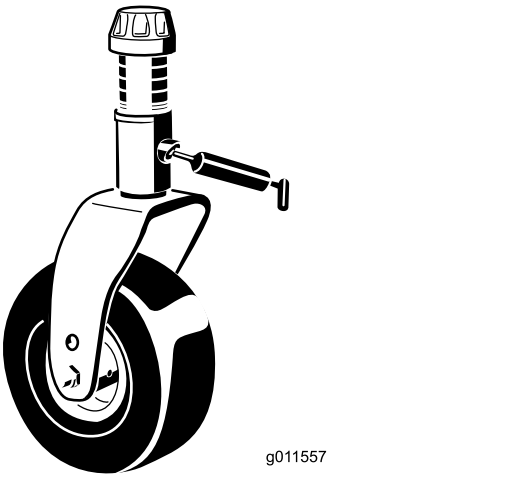

Figur 45
- 2 styrehjulsgaflers akselbøsninger (Figur 45)